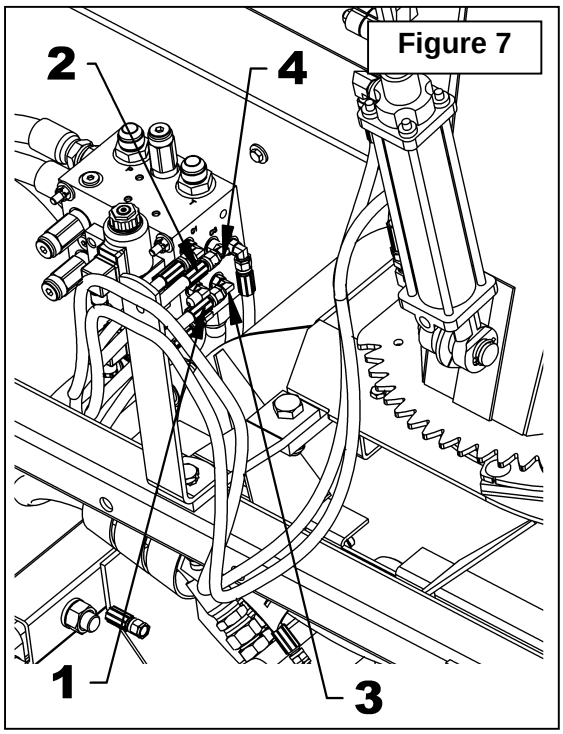

Figure 7
8. **Figure 7:** Brancher l'extrémité femelle de chaque boyau (items 1-2) aux coudes 90° du bloc hydraulique (items 3-4) en s'assurant de brancher le boyau de la tige du cylindre au port "C4" du bloc hydraulique.